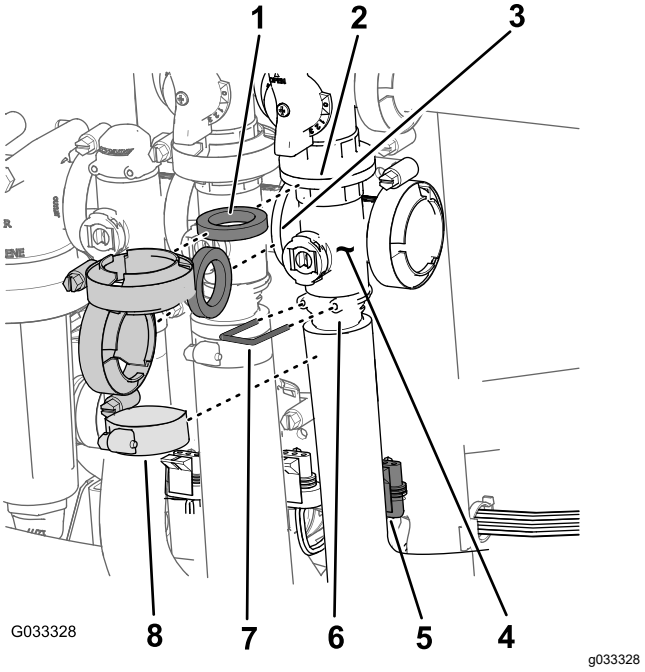

Figur 71
1. Ta bort klämmorna och packningarna som håller fast huvudsektionsventilens grenrör (Figur 71) vid huvudsektionens överströmningsventil, omrörningsventilen och huvudsektionens grenrörsventil (vid änden av flödesmätarens slang).
2. Ta bort hållaren som fäster utloppskopplingen vid huvudsektionsventilens grenrör (Figur 71).